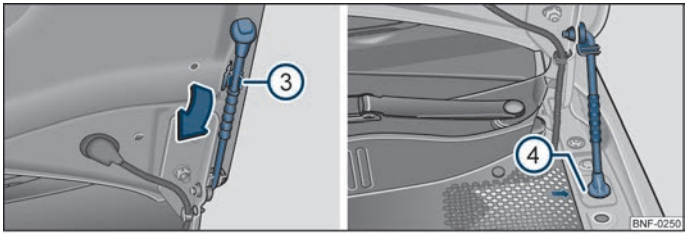

Fig. 91 Securing the bonnet
– Take the bonnet support ③ ⇒ Fig. 91 out of its holder in direction of arrow and secure the opened bonnet by inserting the end of the support in the opening ④ designed for it ⇒ Fig. 91.
– Lift the bonnet slightly and unhook the bonnet support ④. ⇒ Fig. 91 Press the bonnet support into the holder designed to hold it.